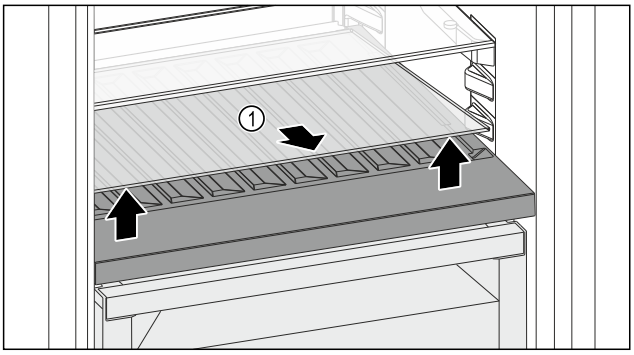

Fig. 152
▶ Skleněnou desku *Fig. 152 (1)* zvedněte za vybrání vpředu a vyjměte ji.
▶ Skleněnou desku *Fig. 152 (1)* uložte bezpečně mimo spotřebič.